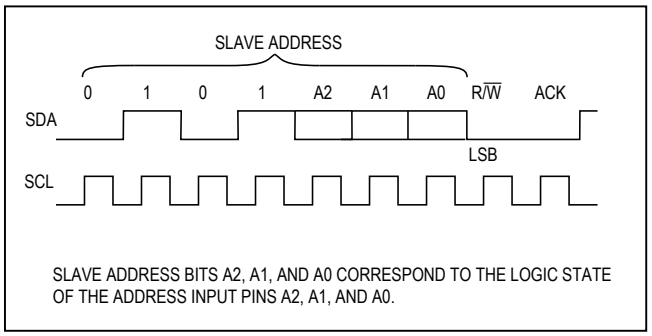
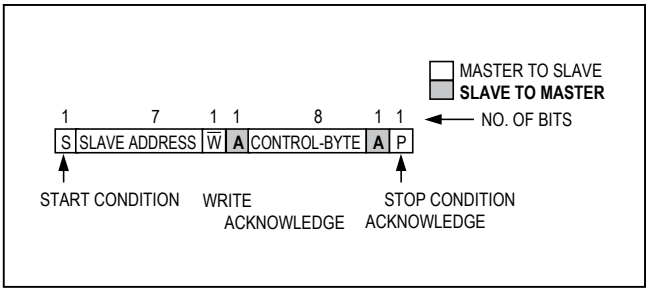
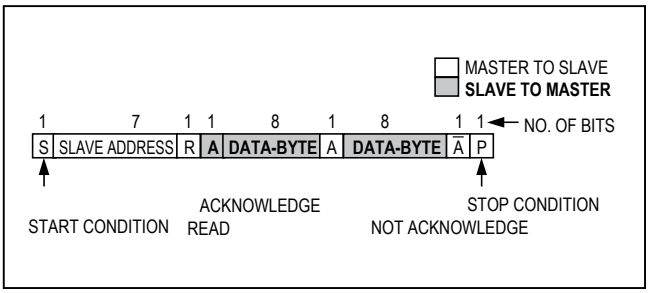
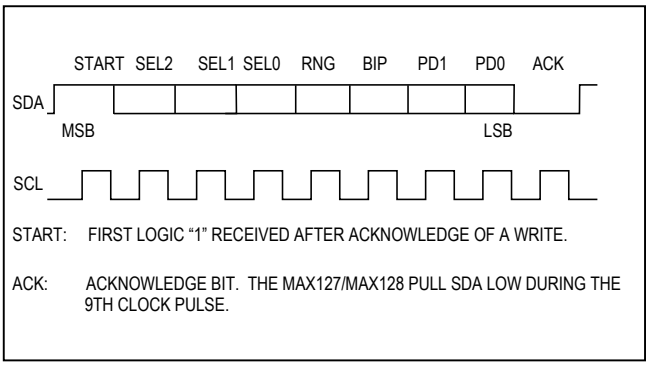

Figure 3. Address Byte
Figure 6. Write Cycle
Figure 7. Read Cycle
Figure 8. Command Byte
The MAX127/MAX128 have a 7-bit-long slave address. The first four bits (MSBs) of the slave address have been factory programmed and are always 0101. The logic state of the address input pins (A2–A0) determine the three LSBs of the device address (Figure 3). A maximum of eight MAX127/MAX128 devices can therefore be connected on the same bus at one time.
A conversion cycle begins with the master issuing a START condition followed by seven address bits (Figure 3) and a write bit (R/$\overline{W}$ = 0). Once the eighth bit has been received and the address matches, the MAX127/MAX128 (the slave) issues an acknowledge by pulling SDA low for one clock cycle (A = 0). The master then writes the input control byte to the slave (Figure 8). After this byte of data, the slave issues another acknowledge, pulling SDA low for one clock cycle. The master ends the write cycle by issuing a STOP condition (Figure 6).
Once a conversion starts, the master does not need to wait for the conversion to end before attempting to read the data from the slave. Data access begins with the master issuing a START condition followed by a 7-bit address (Figure 3) and a read bit (R/$\overline{W}$ = 1). Once the eighth bit has been received and the address matches, the slave issues an acknowledge by pulling low on SDA for one clock cycle (A = 0) followed by the first byte of serial data (D11–D4, MSB first). After the first byte has been issued by the slave, it releases the bus for the master to issue an acknowledge (A = 0). After receiving the acknowledge, the slave issues the second byte (D3–D0 and four zeros) followed by a NOT acknowledge ($\overline{A}$=1) from the master to indicate that the last data byte has been received. Finally, the master issues a STOP condition (P), ending the read cycle (Figure 7).